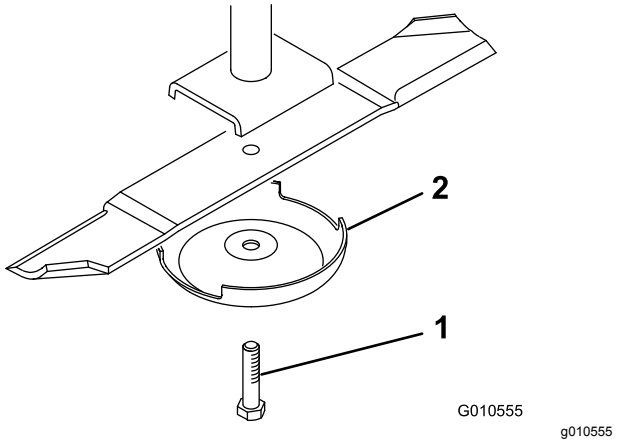

Figura 6
1. Afferrate l'estremità della lama con un guanto bene imbottito. Togliete il bullone, la coppa antistrappo e la lama dall'asse del fusello (Figura 6).